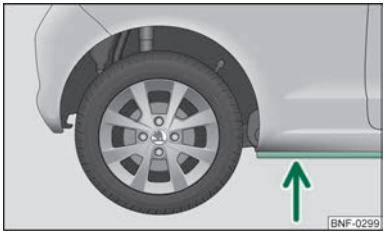

Fig. 88 Driving through water
- Establish the depth of the water before driving through it. The water level must fit around the strut on the side member as a maximum ⇒ Fig. 88.